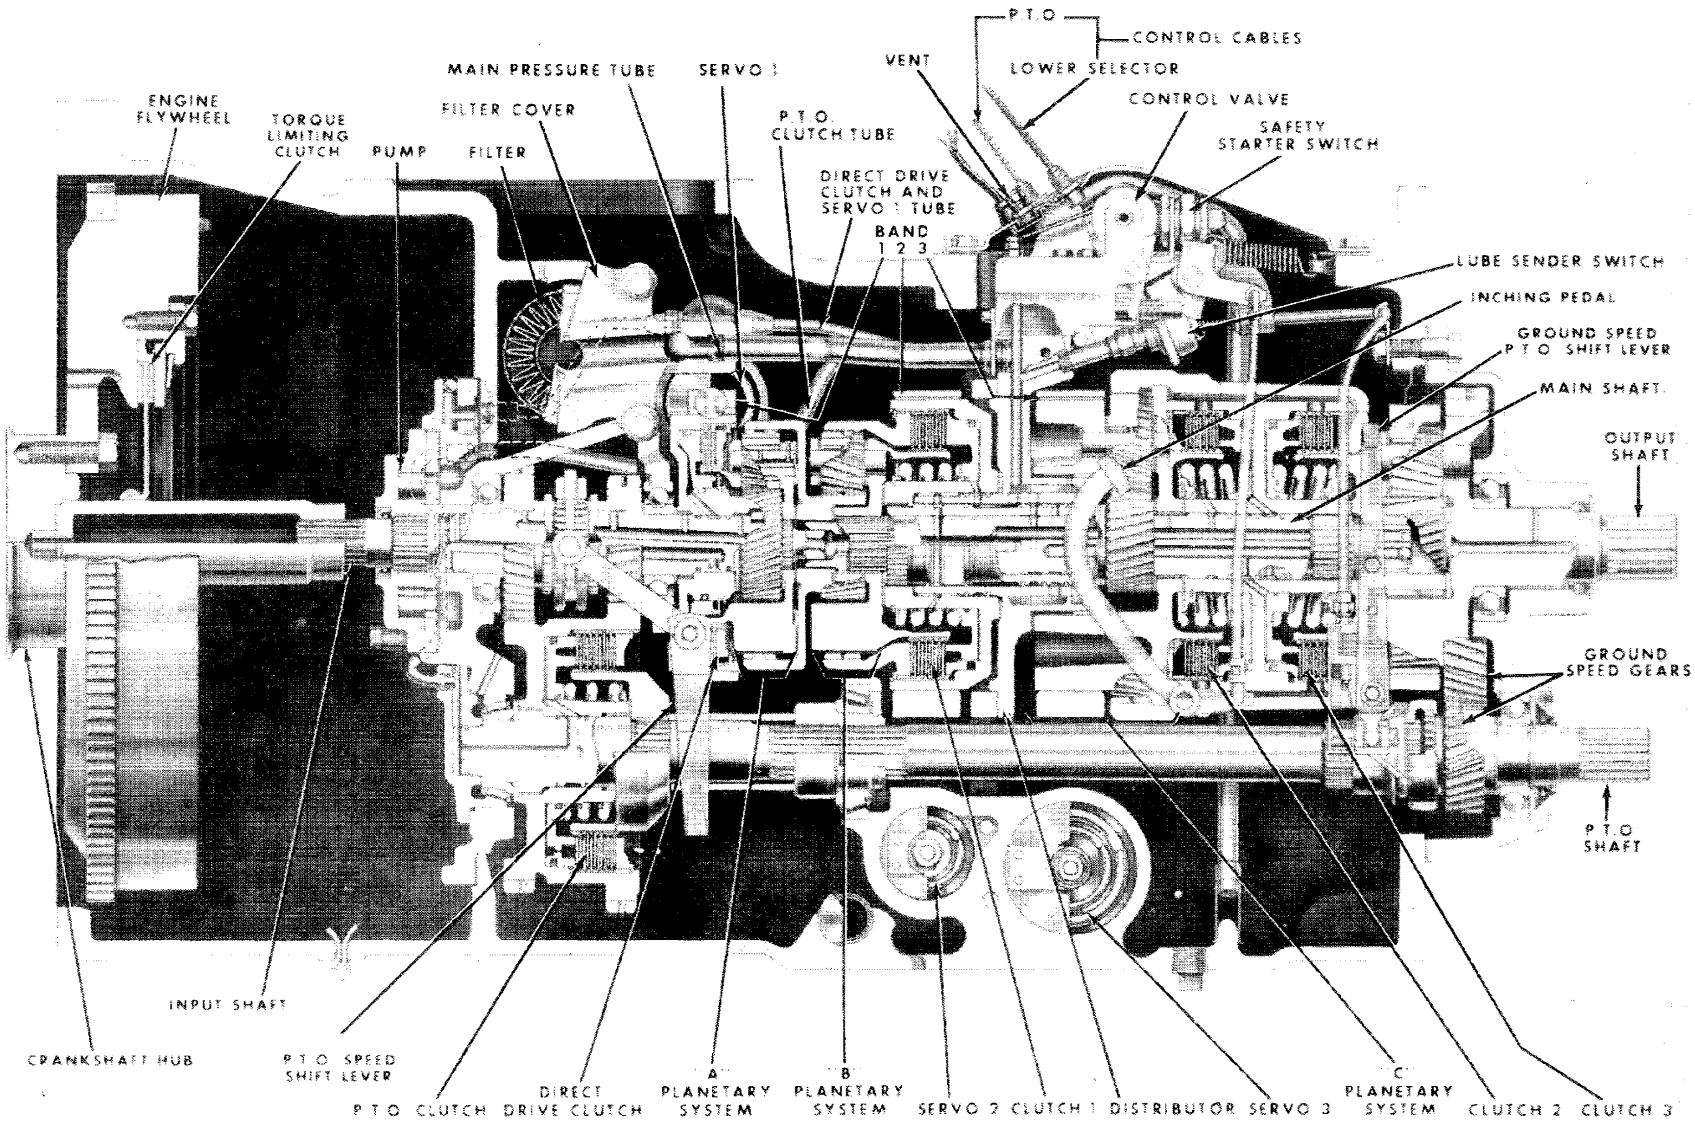

Figure 1
For purposes of identification, the planetary gear or epicyclic systems used in the transmissions have been labeled from front to rear, "A", "B", "C", and "D", as shown in Figure 1. The "D" planetary is used in the Dexta 2000 and Super Dexta 3000 tractors only. The ten forward and two reverse speeds are obtained by controlling the movement of the elements within the planetary gear systems.
The control valve assembly is mounted directly on the distributor, as shown in Figures 1 and 15, and consists of upper and lower housing assemblies. The control valve is actuated by a flexible cable extending from the selector assembly. As the selector handle is moved, the cable wheel and camshaft assembly attached to the valve upper housing rotates to select the individual gear ratios. Cam followers operate the six spool valves in the lower housing which control the oil flow to three clutch pistons and three band servos. A safety switch mounted on the control valve permits the tractor engine to be started only when the selector lever is in the park (P) position. This switch is actuated by the camshaft assembly. As the selector is moved to park (P), the cam closes the switch completing the circuit to the tractor starter switch. Three adjustable spring-loaded, plunger-type valves are incorporated in the valve upper housing to control and regulate system pressure. In addition, feathering valves are incorporated in the valve lower housing to control the oil flow to clutches 1, 2, and 3 and the P.T.O. clutch for feathering control.